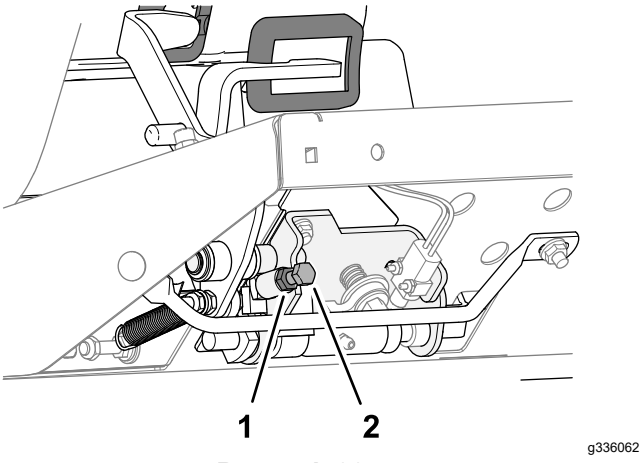

Rysunek 82
- Aby zmniejszyć szybkość jazdy podczas koszenia, obróć śrubę ogranicznika prędkości (Rysunek 82) w prawo.